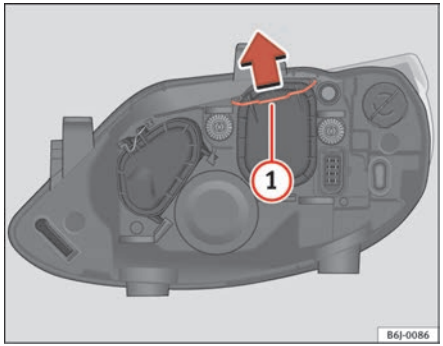

Fig. 145 Dipped headlights
– Move the loop ⇒ fig. 145 (1) in the direction of the arrow and remove the cover.